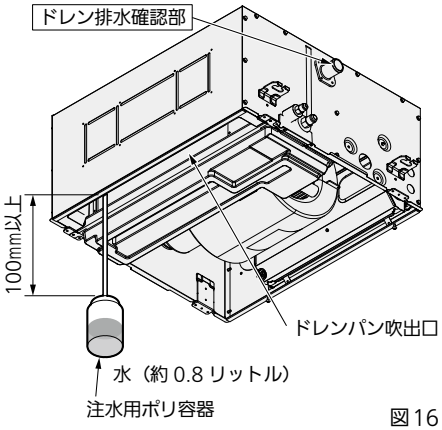

図16
- 図16に従ってドレンパン吹出口よりドレンパン内に排水確認用の水（約0.8リットル）を少しずつ入れてください。